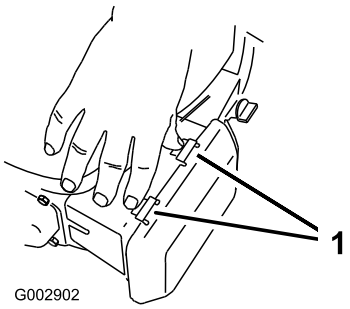

Figur 36
1. Tryk nedad på låsetapperne oven på luftfilterdækslet (Figur 36).